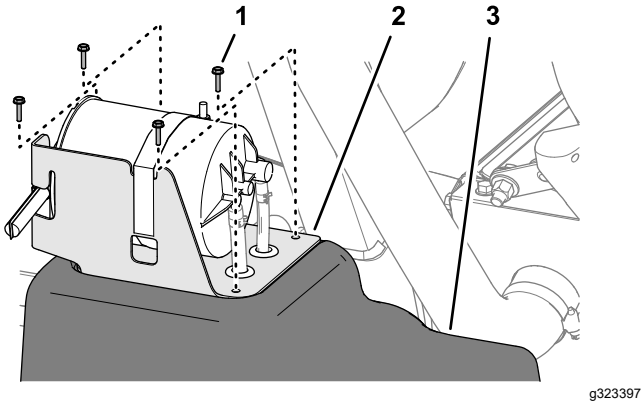

**Figur 83**
2. På bränsletanken tar du bort de fyra skruvarna (nr 10 x ¾ tum) som fäster kolkanisterns fäste på bränsletankens övre del (Figur 83).